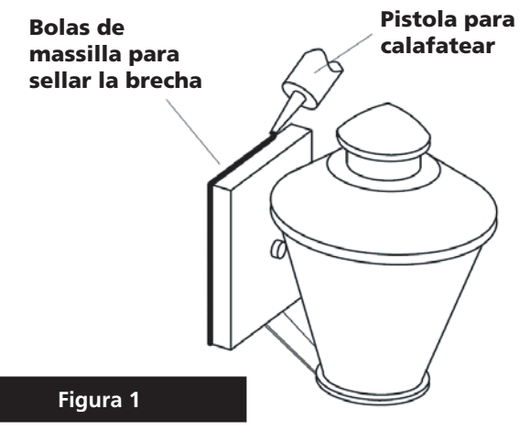

Figura 1
1. Conecte el cable de alimentación positive **(A)** (normalmente negro o la cara lisa, sin marcas del cable de dos conductores) de plomo accesorio positivo **(B)** con un giro de tamaño adecuado en el conector – **Véase la Figura 1 y 2.**
Para conectar a tierra en un sistema eléctrico de 3 hilos, fije el cable de tierra del artefacto **(E)** (generalmente de cobre o verde recubierto de plástico) a la brida de montaje accesorio **(M)** con el tornillo de tierra **(S)** – **Véase la Figura 1.**